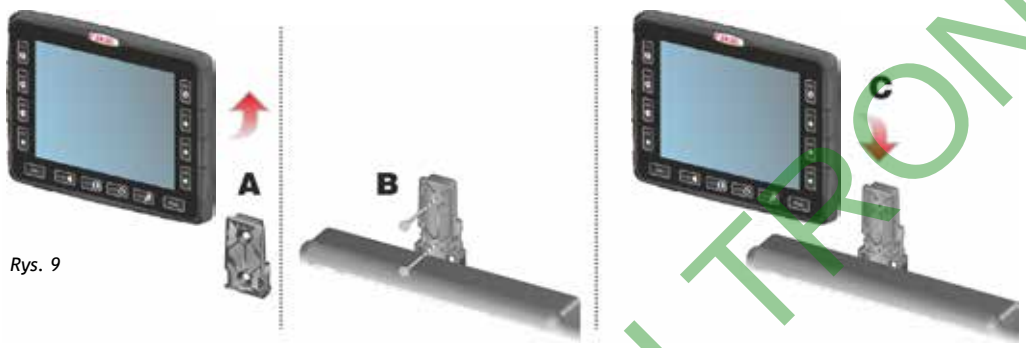

Rys. 9
Monitor musi być ustawiony po przymocowaniu specjalnej podpory w wymaganym miejscu. Podpora musi być ściągnięta z monitora (A, Rys. 9) i przymocowana za pomocą dostarczonych śrub (B). Po sprawdzeniu perfekcyjnego przymocowania podpory, założyć na nią monitor i naciskać aż do jego zablokowania (C).